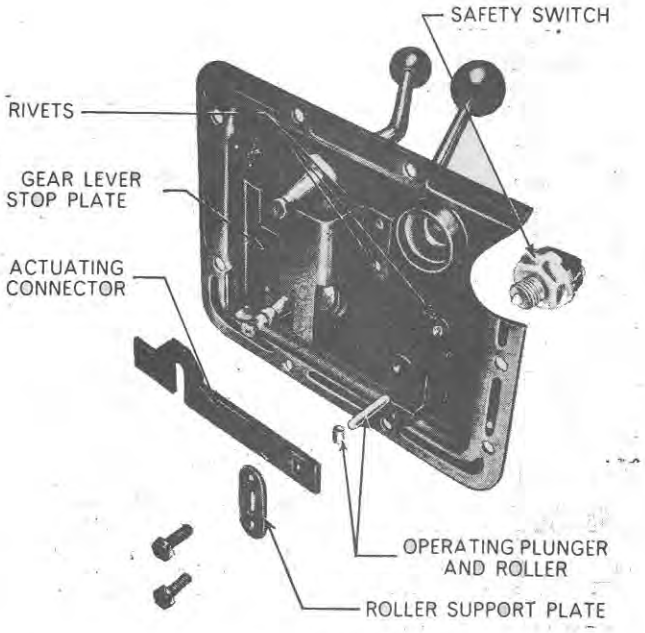

Figure 3
2. Unscrew the safety switch from the top of the cover. Remove the two self-locking bolts retaining the roller support plate to the switch retainer. Remove the plate, the actuating connector, the roller and the plunger from their locations, Figure 3.
NOTE: ***No attempt should be made to remove the main shift lever stop plate or the switch retainer, Figure 3, which are riveted onto the***
2. Screw the safety switch into the switch retainer. Position the safety switch actuating connector and install the plunger, operating roller and roller retaining plate, Figure 3. Screw in the two self-locking retaining bolts.